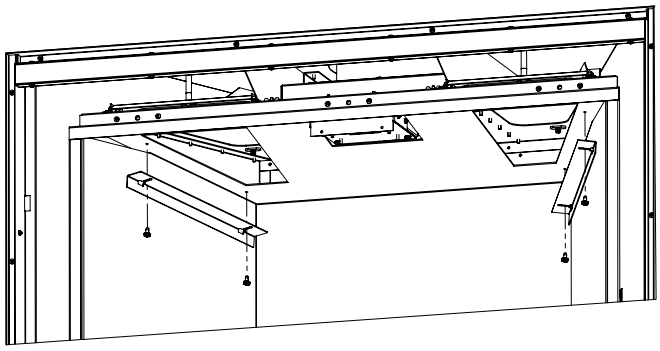

Figure 54: Liner Retainers
Step 3. Remove the liner retainers one at a time using a 5/16 socket. The screws only have to be loosened, not completely removed, as the retainers are slotted. Remove the side liners first, then the rear (see Figure 54).